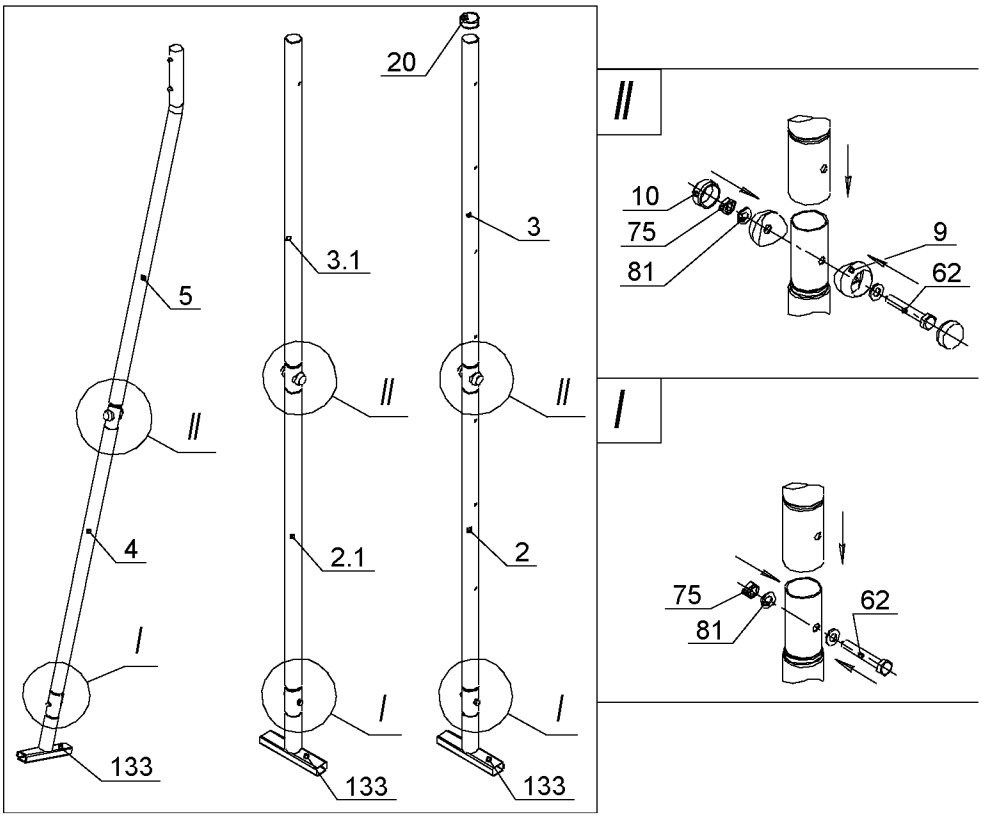

Рис.2
10.3.4 Собрать ранее собранные стойки раскоса по рис.2 (поз.4 и 5) с отводом (поз.18).